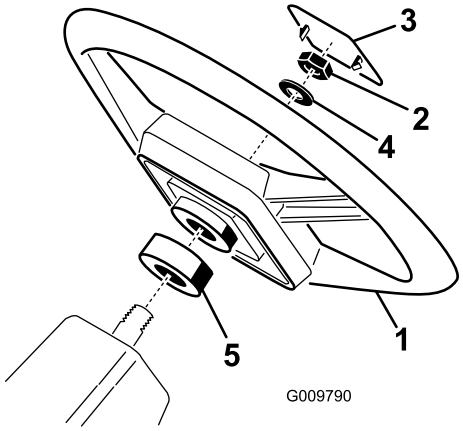

Figura 6
1. Retire la contratuerca de la columna de dirección. Deslice la junta de gomaespuma, el volante y la arandela sobre la columna (Figura 6).